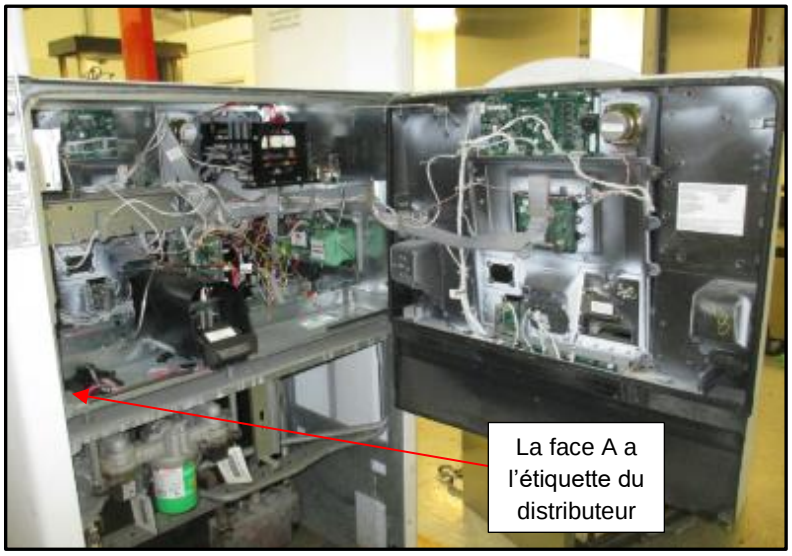

Fig 1.3 – Porte principale du distributeur en position complètement ouverte
5. Déverrouillez la serrure de la porte du distributeur principal située en haut à gauche de la porte du distributeur principal à l'aide de la clé « CH 751 ». Ostylo la porte jusqu'à ce qu'elle se verrouille dans sa position complètement ouverte. (Fig. 1.3)